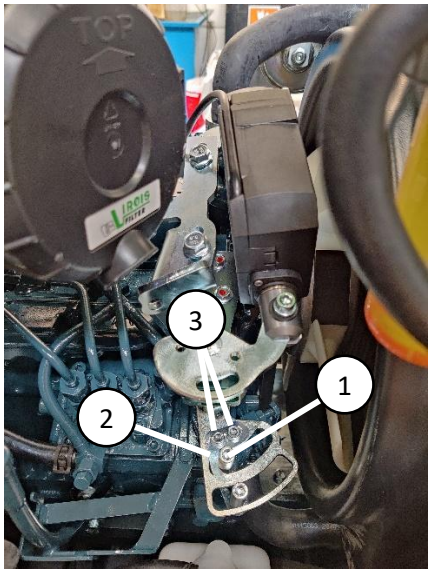

Abbildung 28. Minimalposition des Drosselmotors
Stellen Sie anschließend die Position des Dieseldrosselmotors auf 0 %. Achten Sie darauf, dass der Motorstopphebel in die Endposition geht (Abbildung 28 (1)). Wenn eine Einstellung erforderlich ist, lösen Sie die Schrauben (Abbildung 28 (3)) und bewegen Sie die Einstellplatte (Abbildung 28 (2)), sodass der Motorstopphebel in die Endposition geht. Ziehen Sie die Schrauben fest.